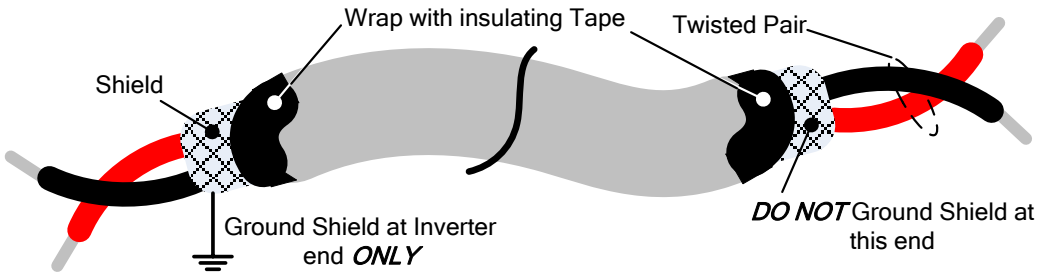

Fig. 3.17.1 Shielded Twisted-Pair
(1) Separate the wiring for control circuit terminals from main circuit wiring for terminals (R/L1, S/L2, T/L3, U/T1, V/T2, W/T3).
(2) Separate the wiring for control circuit terminals R1A-R1B-R1C or R2A, R2B (Relay outputs) from wiring for terminals S1 – S6, A0, AGND, +10V, AI1, AI2 and GND wiring.
(3) Use shielded twisted-pair cables (#24 - #14 AWG / 0.5 -2 mm^2) shown in Fig. 3.17.1 for control circuits to minimize noise problems. The maximum wiring distance should not exceed 50m (165 ft).